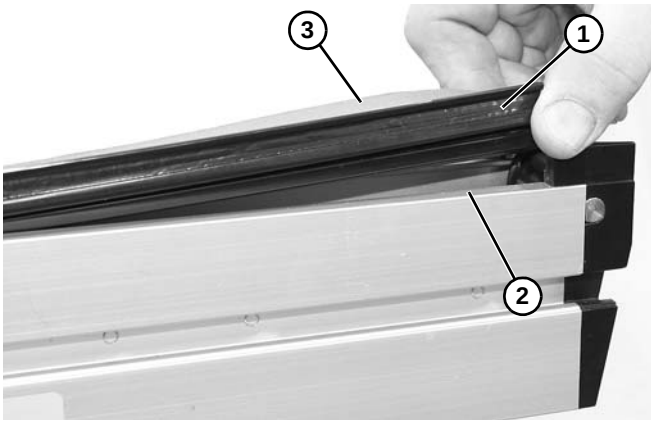

Figure 34
6. Remove the bedstrip **(Figure 34, item 1)** from between the conveyor **(Figure 34, item 2)** and belt **(Figure 34, item 3)**.